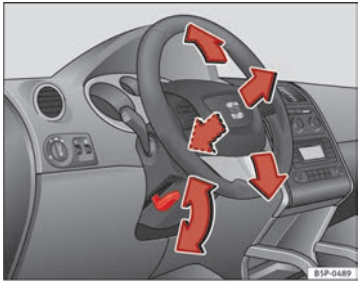

Fig. 133 Adjusting the steering wheel position
– Push the lever under the steering column ⇒ fig. 133 down ⇒ ⚠.